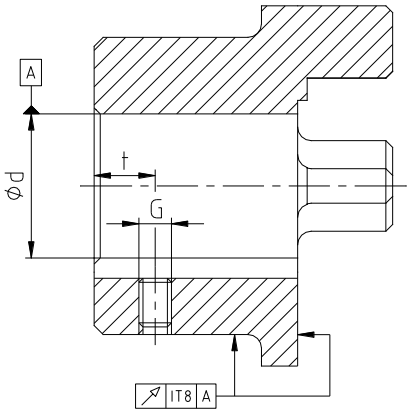

Fig. 13 : Concentricité et perpendicularité
- Si le client réalise l'alésage du moyeu, il faut qu'il respecte précisément concentricité et perpendicularité (fig. 13).